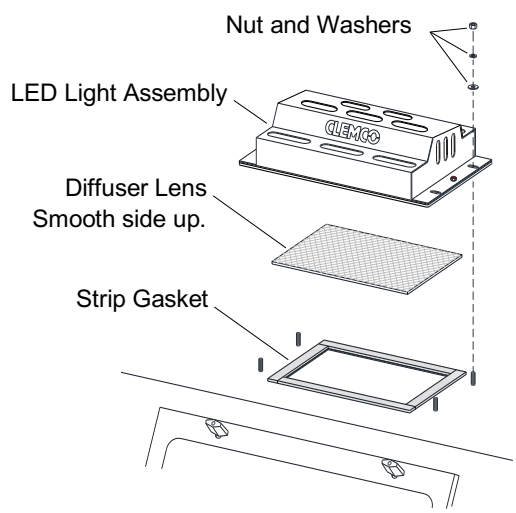

Figure 36
7.8 LED Light Assembly – Figure 36
7.8.1.2 Remove the four nuts and washers (save them to reuse) that attach the light assembly to the cabinet, lift the light off the diffuser, as shown in Figure 36. Set the light out of the way and within reach of the cord.
7.8.3.3 Lay a length of strip gasket along a long edge of the light opening and cut to length, allowing 3/4″ overlap on each end. Peel the adhesive backing and adhere the strip gasket to the edge of the opening, as shown in Figure 36. Press the gasket to bond the adhesive to the cabinet. Repeat the process on the remaining sides, compressing the ends to seal